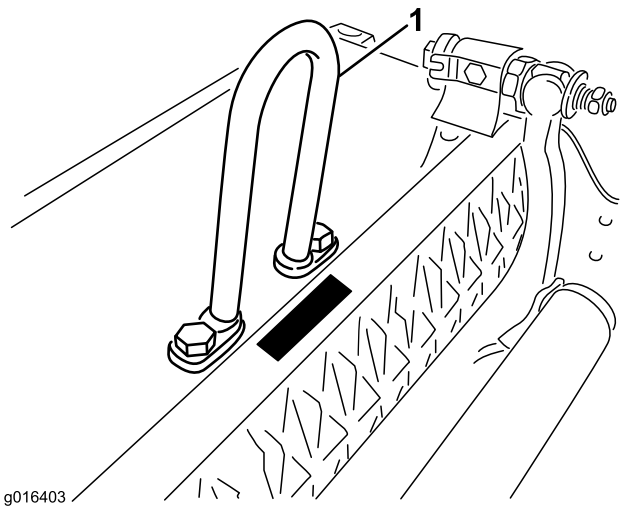

Figuur 3
Monteer de haakschakel aan de bovenzijde van het maaidek met behulp van (2) tapbouten. Draai de tapbouten vast met een torsie van 34-40 Nm (Figuur 3).